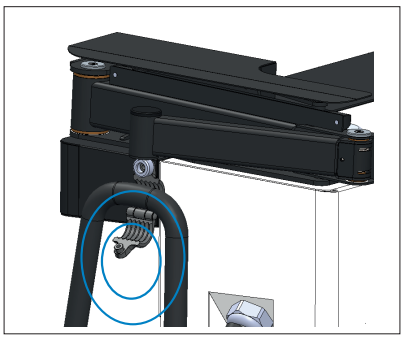

Figure 46: Step 6.
6.- Position the cable on the holder at the distance shown in the previous step, **Figure 46**.